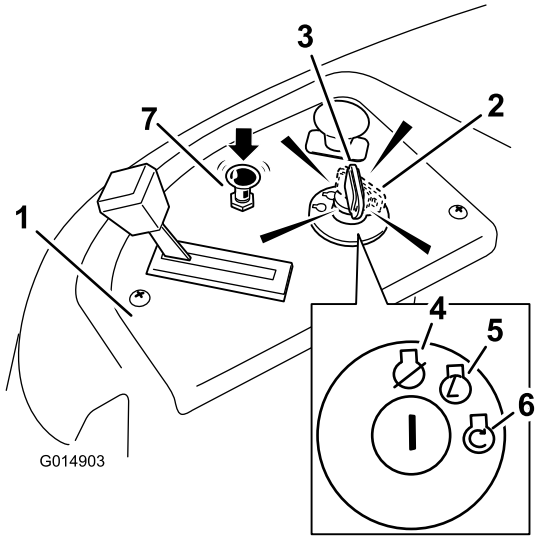

Figur 14
4. Drej tændingsnøglen til Start for at aktivere starteren. Slip nøglen, når motoren starter (Figur 14).
5. Når motoren starter, trykkes chokeren ned (Figur 14). Hvis motoren går i stå eller tøver, trækkes chokeren op, og motoren køres i nogle få sekunder. Derefter trykkes chokeren ned. Gentag dette efter behov.
3. Drej tændingsnøglen, så motoren slukkes (Figur 14), og tag nøglen ud.